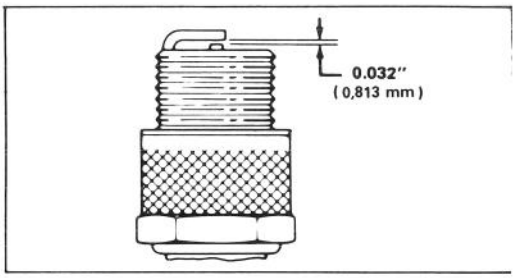

Afbeelding 16
3. Zet de luchtopening op 0,813 mm (Afb. 16). Installeer de bougie en pakkingszegel correct en draai de bougie stevig vast tot 20,4 N-m.